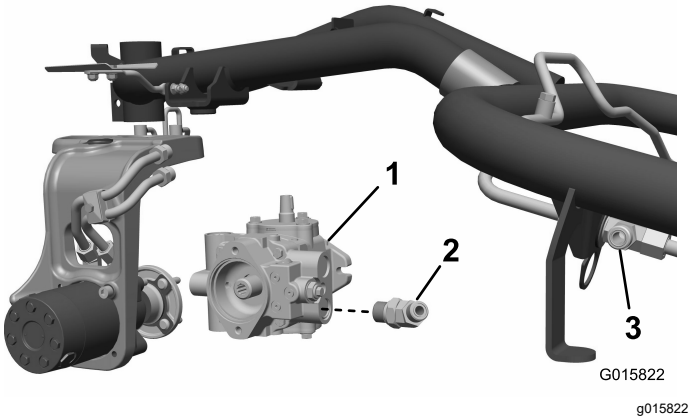

Figure 9
1. Disconnect the lower hydraulic pump hose from the pump and from the upper bulkhead tee fitting to the front motors. Discard this hose (Figure 9).
Leave the fitting loose, oriented up, and facing out (Figure 9).